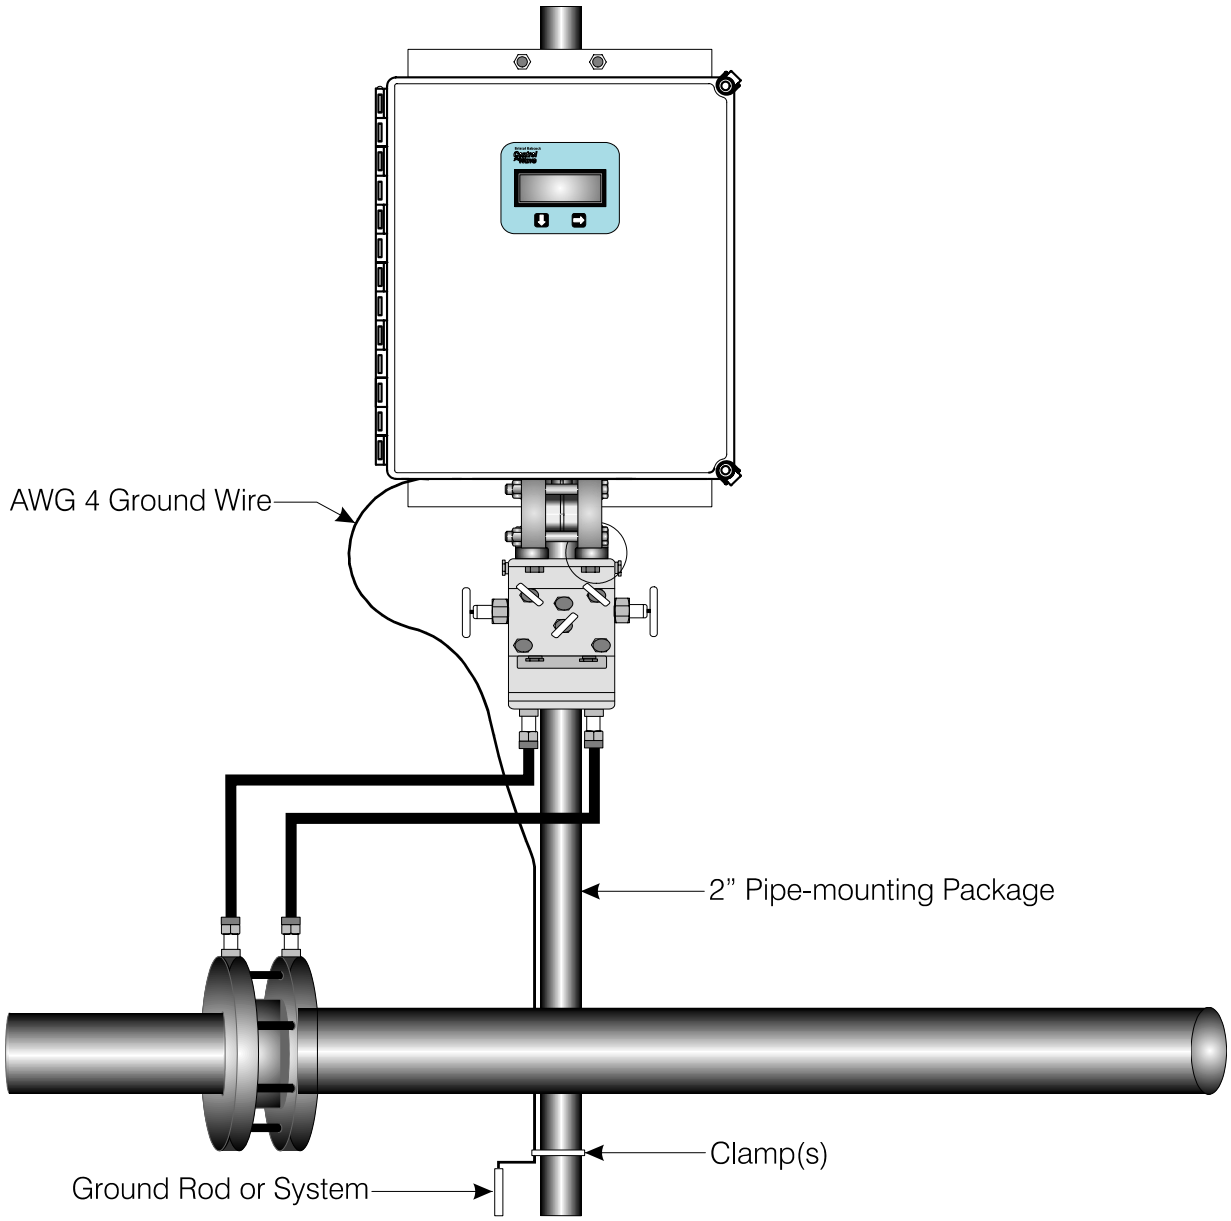

**Figure 3-8 - Control**Wave **EFM (Installation is similar to GFC/XFC)**
**Control**Wave **EFM/GFC/XFC**'s may be mounted directly on the pipeline or remotely on a vertical stand-alone two-inch pipe (see Figure 3-8). The Earth Ground Cable is to run between the **Control**Wave **EFM/GFC/XFC**'s Ground Lug and Earth Ground (Rod or Bed) even though the **Control**Wave **EFM/GFC/XFC**'s Multivariable Transducer may be